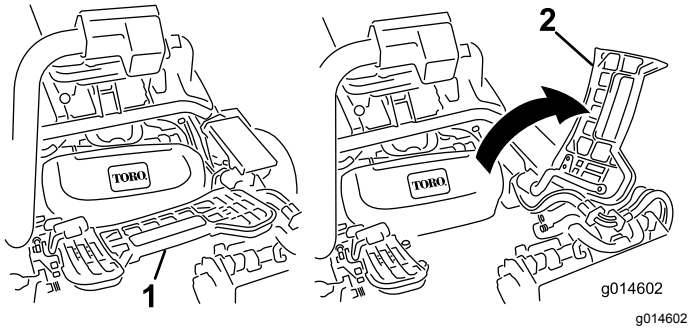

Figur 45
1. Lyft upp fotstödet och fäll upp det så att du kommer åt den mittersta klippenheten (Figur 45).